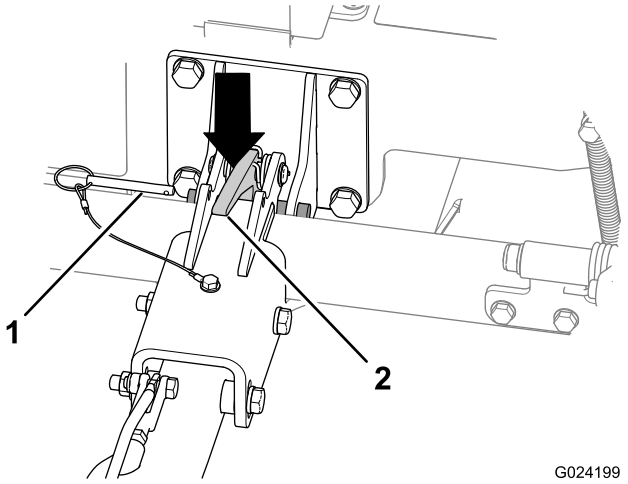

图18
A. 拔出锁定销（图18）。
C. 向下推压挂钩闩锁、以打开挂钩闩锁（图18）。